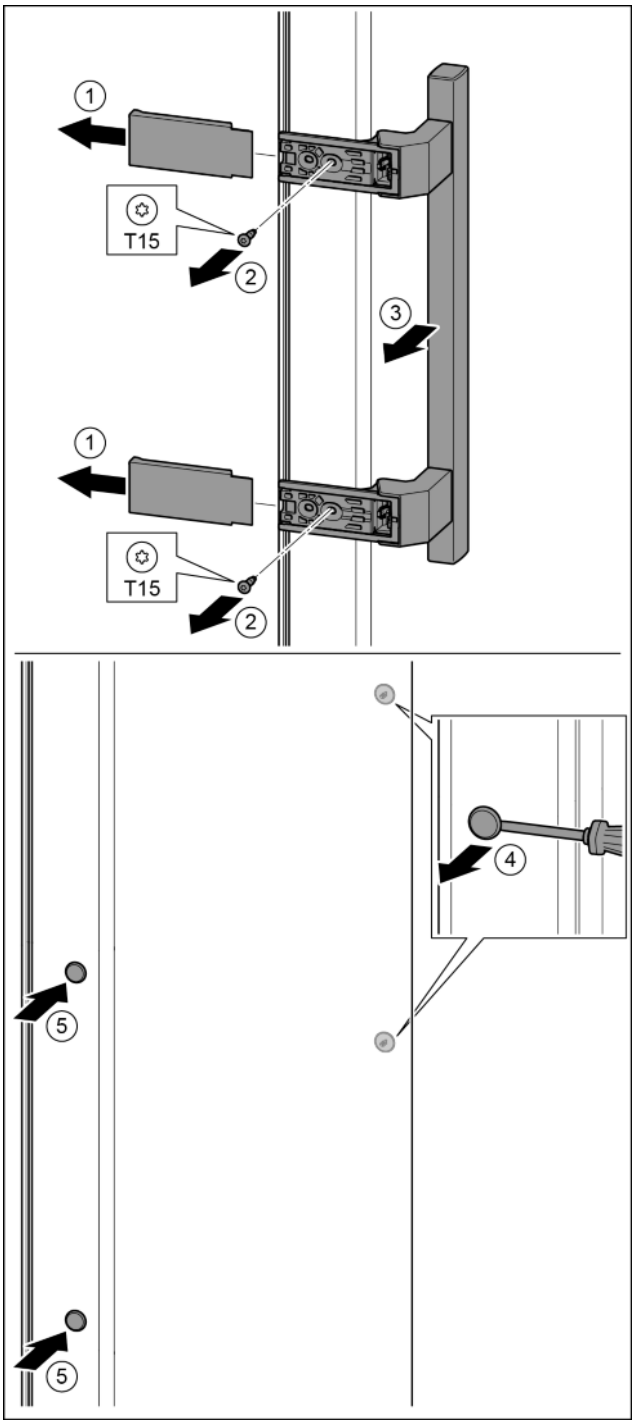

Fig. 33
▶ Pull off the cover. *Fig. 33 (1)*
▶ Remove the screws with the T15 screwdriver. *Fig. 33 (2)*
▶ Remove the handle. *Fig. 33 (3)*
▶ Carefully lift up the side plugs with a slotted screwdriver and pull them out. *Fig. 33 (4)*
▶ Insert the plugs again on the other side. *Fig. 33 (5)*